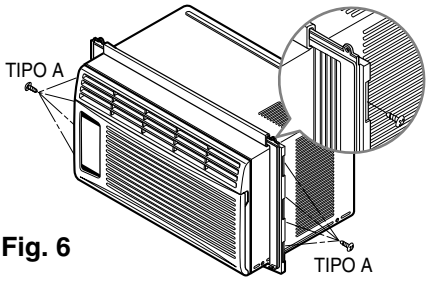

Fig. 6
1. Introduzca los paneles en los guías del aire acondicionado. Las cortinas atorníllelas con los tornillos (TIPO A), como en la Fig. 6.